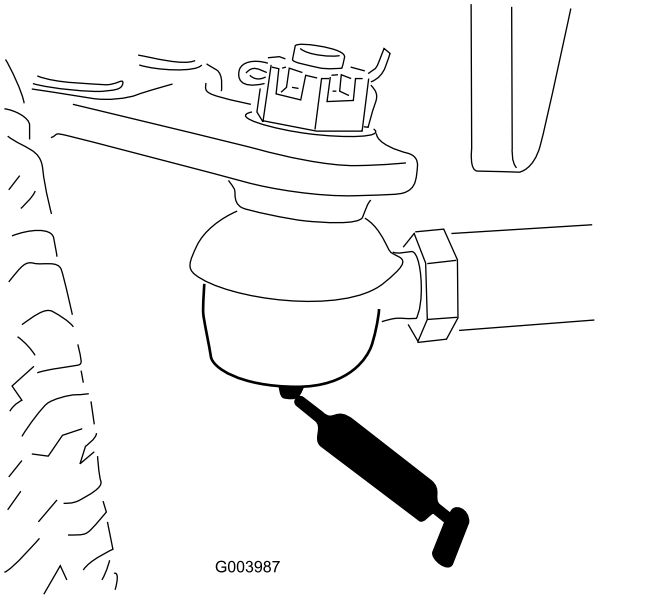

Figur 67
- Bakaxelns dragstång (2) (Figur 67)